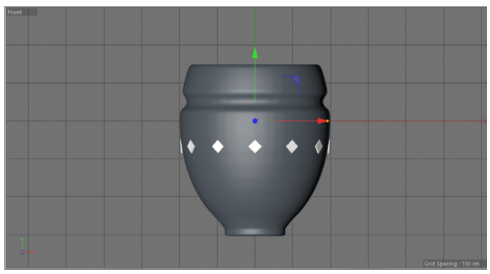

Figure 3-153 *Cloner placed on vase*
6. In the Attribute Manager, choose the **Transform** button and enter **-67** in the **P.Y** spinner in the **Transform** area. Next, enter **-6** and **-45** in the **R.P** and **R.B** spinners, respectively. *Cloner* is placed on *vase,* as shown in Figure 3-153.